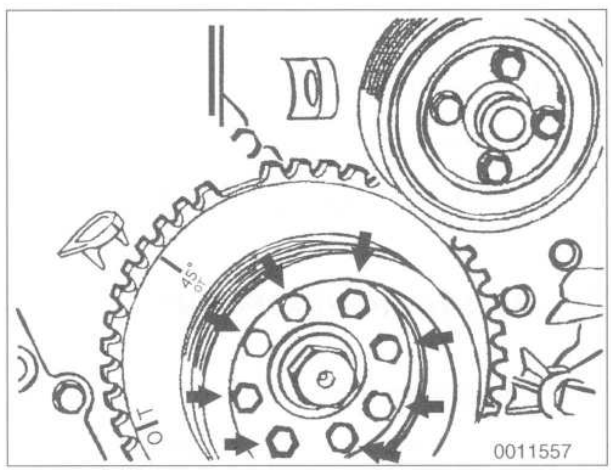

Fig. 14. Vibration damper mounting bolts (**arrows**) on M60 engine.
8. Remove vibration damper from crankshaft hub. See Fig. 14.